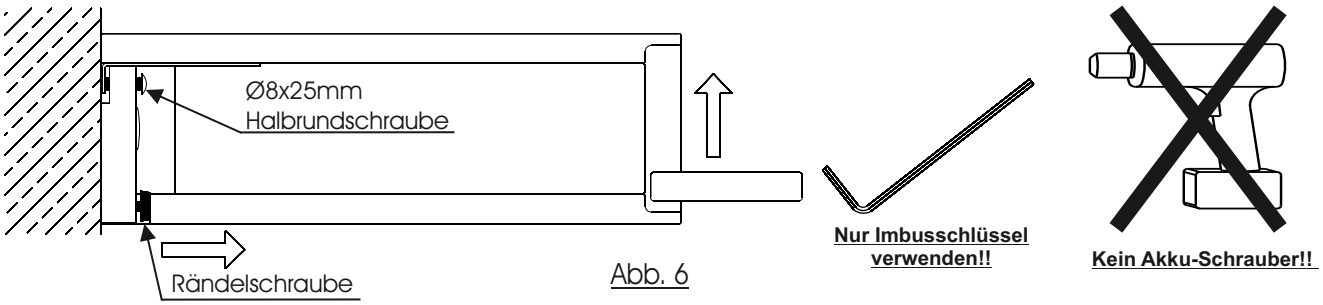

Abb. 6
9. Ziehen Sie die 8x25mm Halbrundkopfschraube mit einem Imbusschlüssel nur „Handfest" an bis das Hängeelement an der Wand anliegt. Verwenden Sie hierbei keinen Elektroschrauber oder ähnliches. (Abb. 6)
10. Richten Sie zum Schluss die Neigung des Elements aus. Hierzu drehen Sie die untere Rändelschraube der Montagerückwand bis die Bühne mit leichtem Übermaß nach oben in waage ist. (Abb. 6)